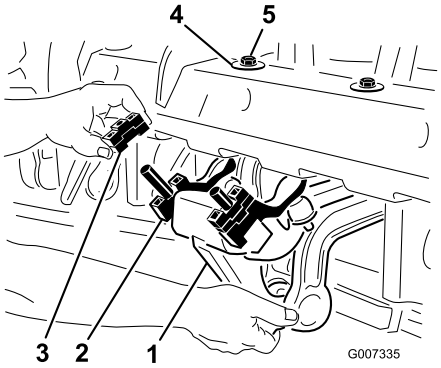

**Figur 22**
1. Fjern de to (2) låsemøtrikker på 1/2 tomme, der fastgør Rotolink-enhedens dæmper på undersiden af kernehovedrammen (Figur 22).
2. Sænk dæmpeenheden, så afstandsklodserne kommer til syne (Figur 22).
4. Saml dæmpeenheden igen, og monter den på kernehovedrammen. Sørg for, at D-skiven monteres mod kernehovedrammen som vist i Figur 22. Fastgør de to (2) låsemøtrikker.